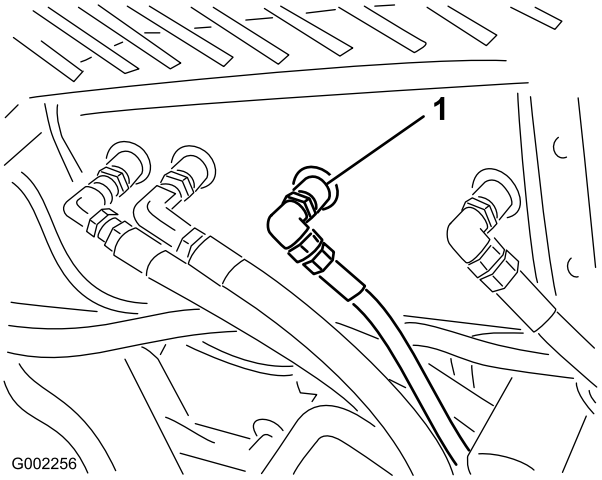

Figur 58
2. Rengør området omkring en hydraulikslangefitting nederst i hydraulikolietanken (Figur 58).
4. Fjern slangefittingen fra tanken, og lad olien løbe ned i bakken (Figur 58).